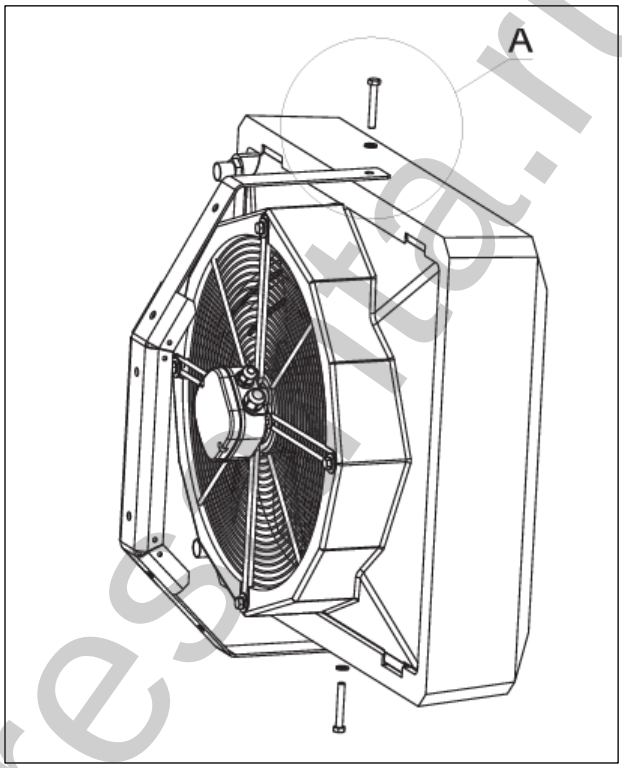

Рис. 5. Монтаж кронштейна.
2) Кронштейн для крепления к стене входит в стандартную комплектацию аппаратов. В комплекте с кронштейном поставляются: болт М8х55 (2 шт.), гровер (2 шт.), втулка (2 шт.). Для сборки кронштейна необходимо проделать два отверстия в указанных местах (Рис.5.). Эти места на передней панели тепловентилятора отмечены соответствующими канавками. Далее необходимо вставить две втулки и два болта М8х55, два гровера в отверстия кронштейна как показано на рисунке 5 (вид А) и затянуть. Повторите данную операцию для крепления кронштейна снизу. Распорные дюбели не входят в состав набора для крепления. Для определённого типа перегородок следует подбирать соответствующий тип дюбелей.